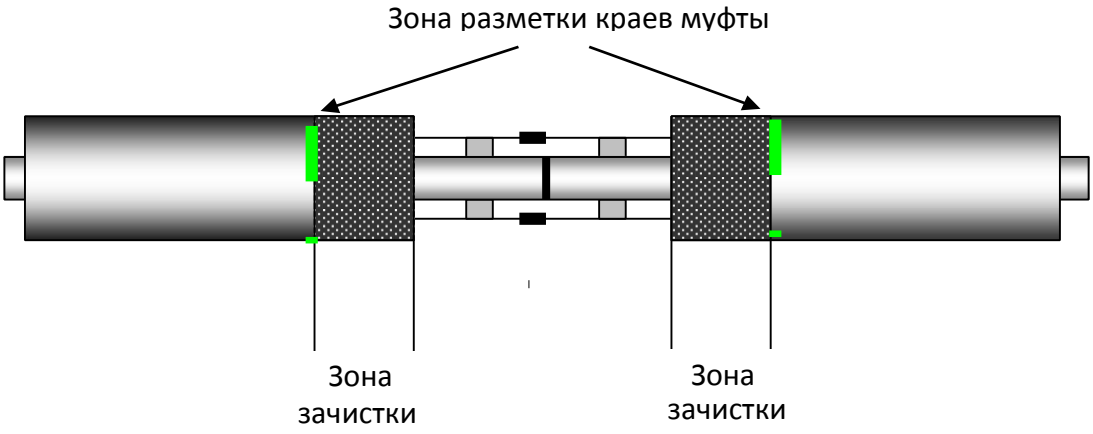

Рисунок 12 – зона зачистки
13.5.4 Зачистить крупнозернистой наждачной бумагой поверхность оболочек с обеих сторон стыка вплотную к габаритным отметкам муфты (Рисунок 12).